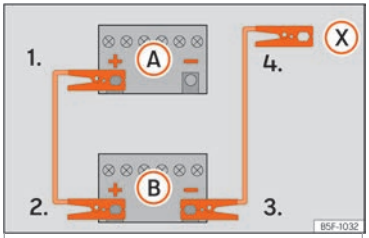

Abb. 45 Anschlussschema für Fahrzeuge ohne Start-Stopp-System.
2. Klemmen Sie ein Ende des *roten* Starthilfekabels an den Pluspol (+) des Fahrzeugs mit der entladenen Fahrzeugbatterie (A) ››› **Abb. 45**.
3. Klemmen Sie das andere Ende des *roten* Starthilfekabels an den Pluspol (+) des Strom gebenden Fahrzeugs (B).
4a. *Bei Fahrzeugen ohne Start-Stopp-System:* klemmen Sie ein Ende des *schwarzen* Starthilfekabels an den Minuspol (–) des stromgebenden Fahrzeugs (B) ››› **Abb. 45**.